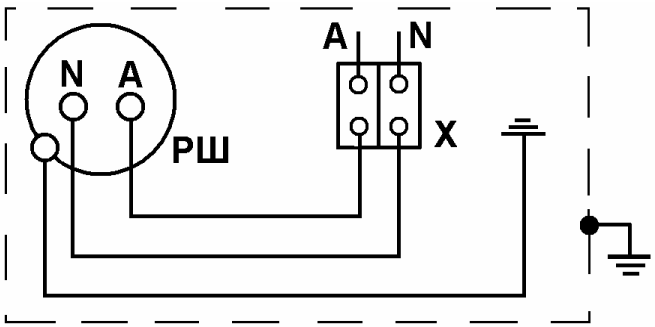

Рис. 5
7.5 Схема электрическая принципиальная приведена на рис. 5
- подключить провода электросети к зажимам клеммного блока (X, см. рис. 5), в соответствии с маркировкой (A– фазный провод, N – нейтральный провод);